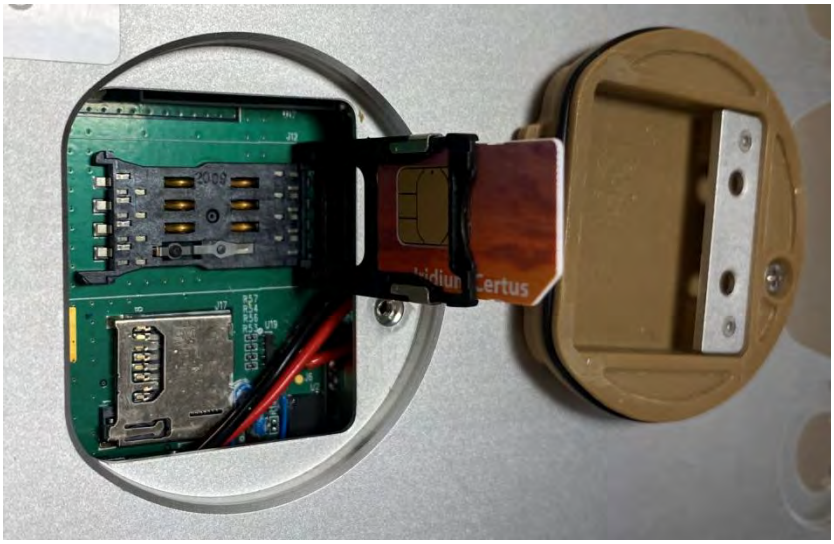

Figure 29: SIM Card Inserted in Holder
6. Insert the SIM card into the holder with the SIM card notch facing upward and the contacts facing to the left (Figure 29.)